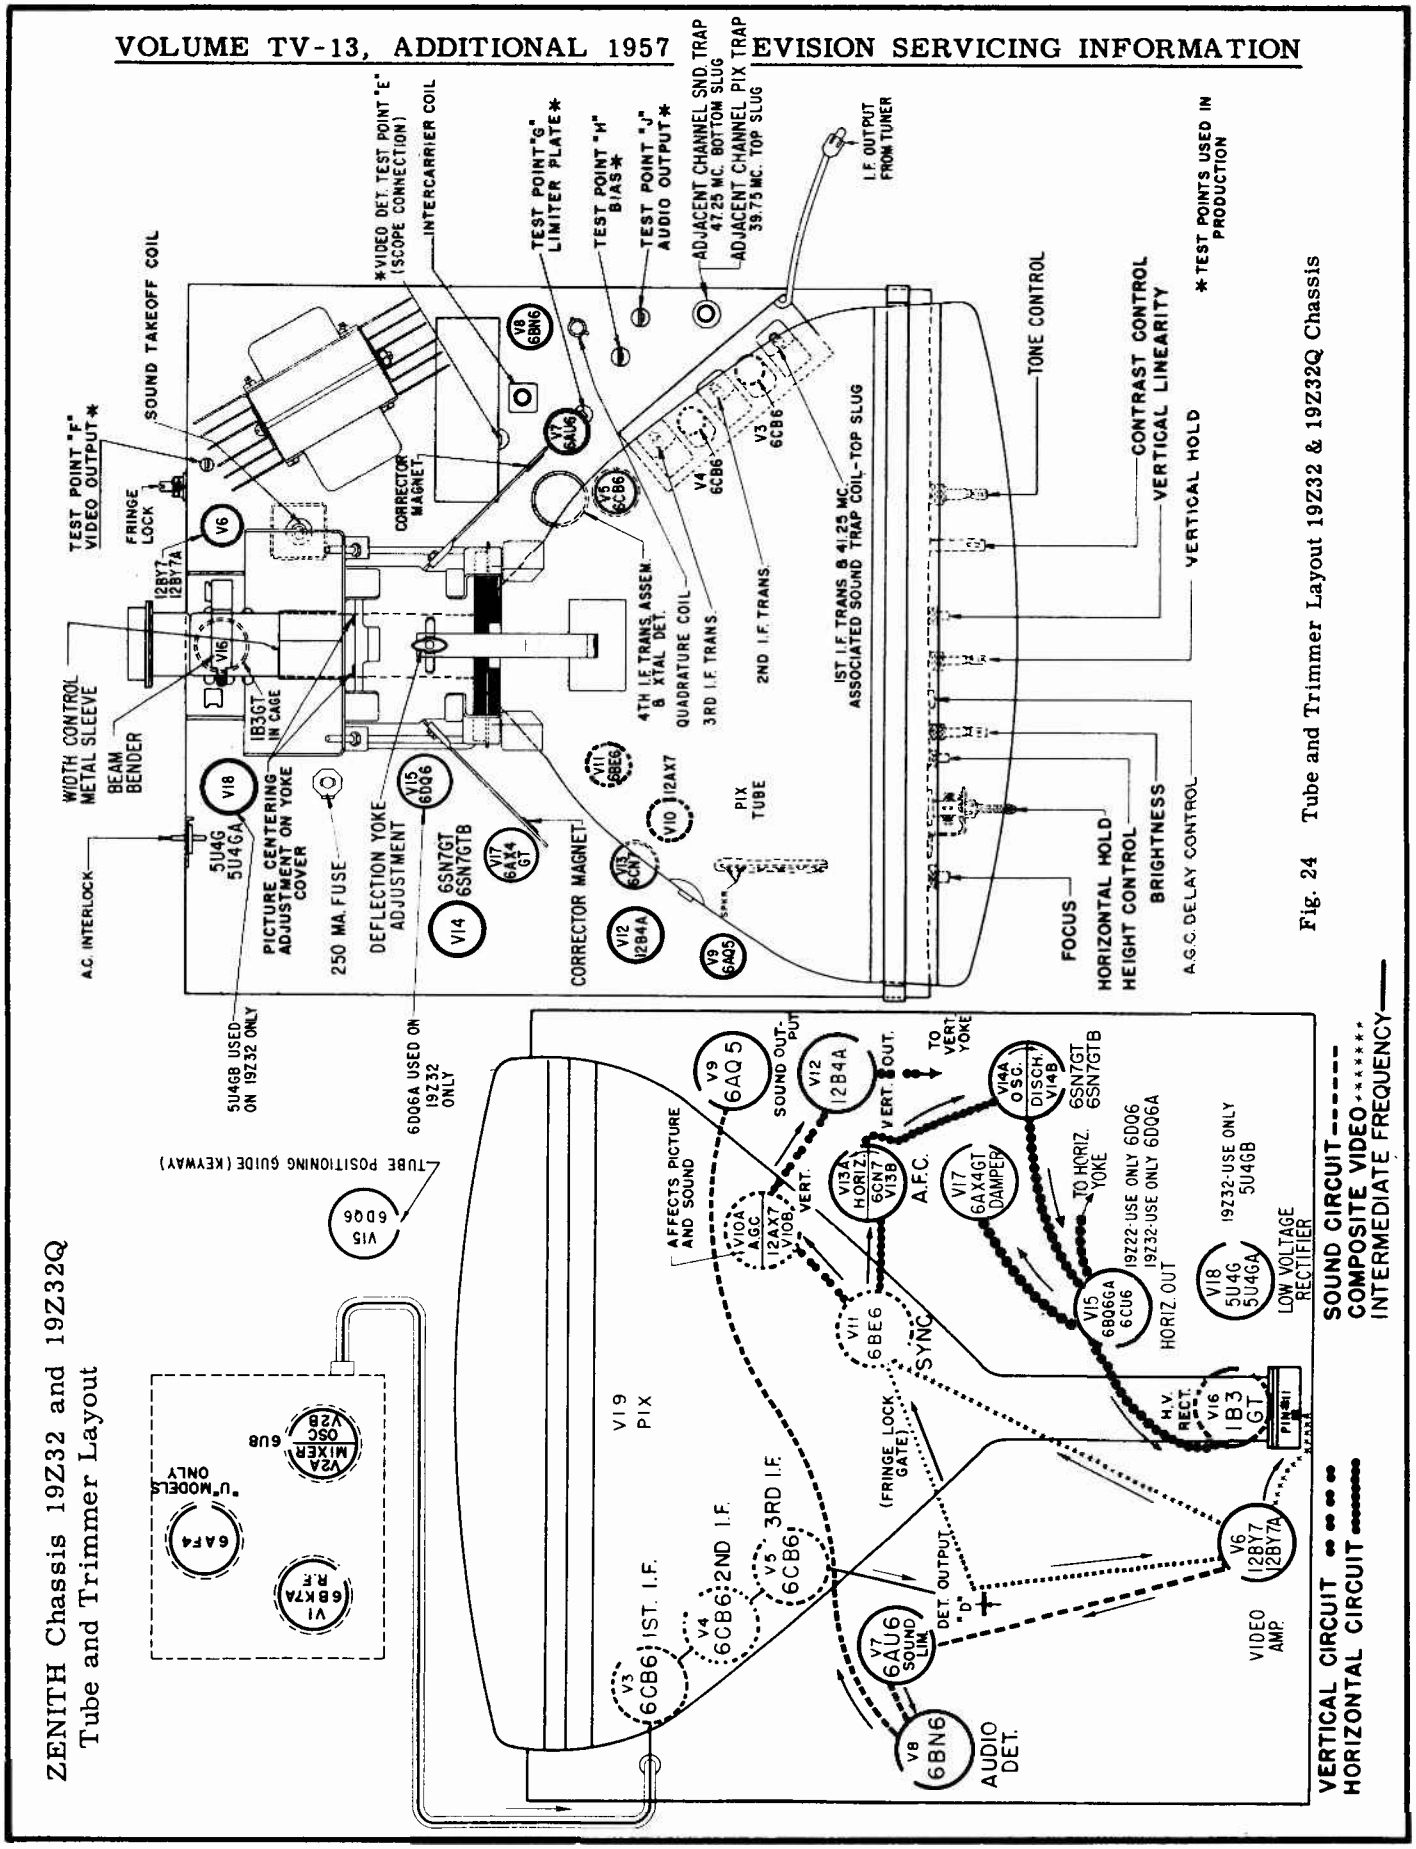

Fig. 24 Tube and Trimmer Layout 19Z32 & 19Z32Q Chassis
1. Slowly turn the channel selector until the turret is made to rest between two channels. Connect the negative lead of a battery bias supply to terminal "H" (Fig.24) and the positive lead to chassis. The bias supply should be adjustable so that it can be varied from negative 3 volts to positive 3 volts. Keep the supply leads short.